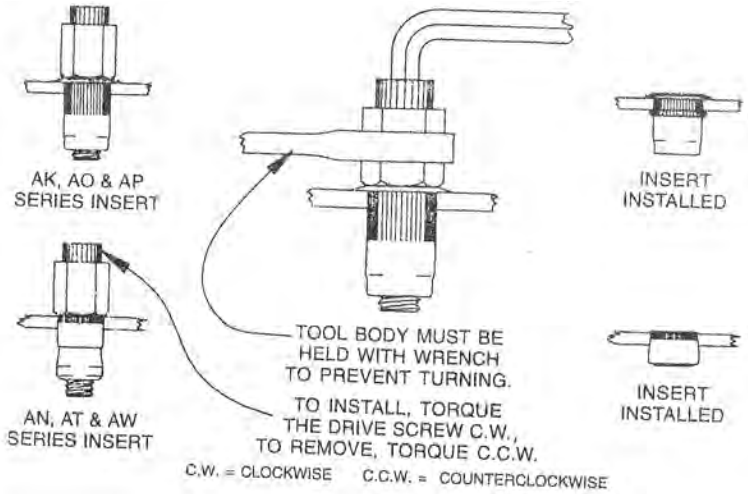

fig. 4
2. Assemble the nutsert and nutsert tool together and insert into 17/32” hole. Follow the provided instructions to attach the nutsert to the vehicle (fig. 4).